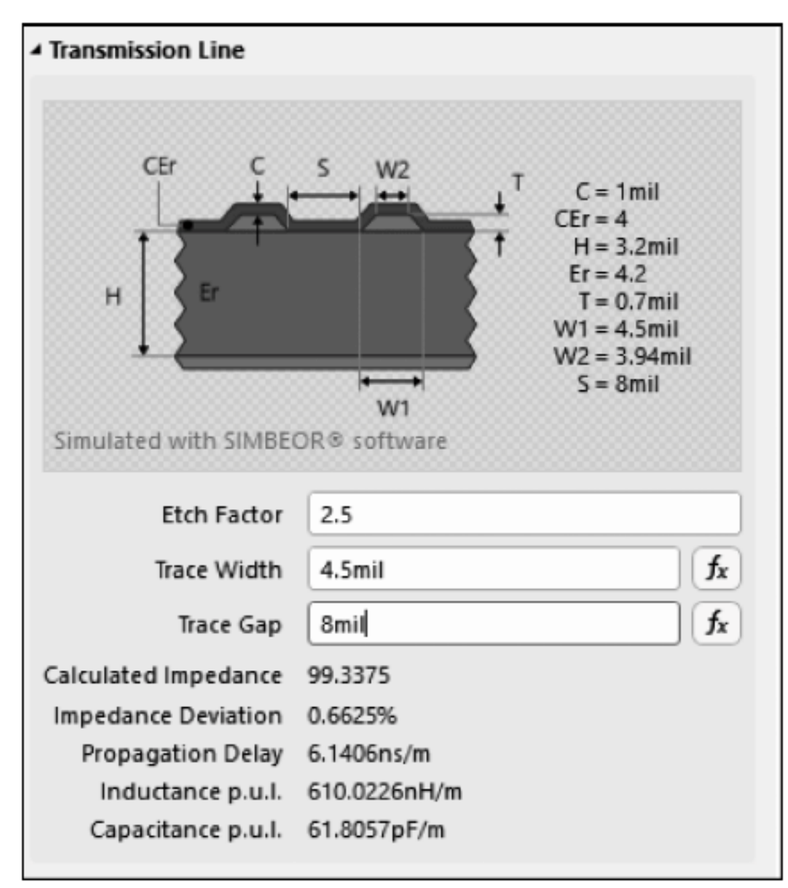

图 8-9　调整后的线宽线距取值
② 根据线宽与阻抗的反比关系、线距与阻抗的正比关系,对线宽线距进行调整,调整后的结果如图 8-9 所示。